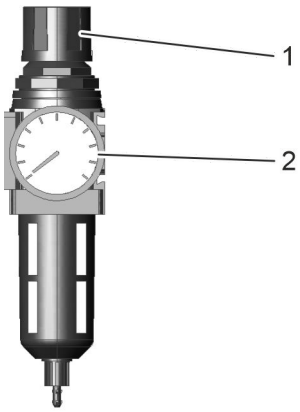

Abb. 18: Druckminderer einstellen
1. Druckminderer entlasten. Dazu Druckeinstellung (Abb. 18/1) herausdrehen.
Betriebsdruck mit Hilfe der Druckeinstellung (Abb. 18/1) einstellen. Dazu Druckeinstellung wieder eindrehen, bis das Manometer (Druckanzeige Abb. 18/2) am Druckminderer den gewünschten Betriebsdruck anzeigt.